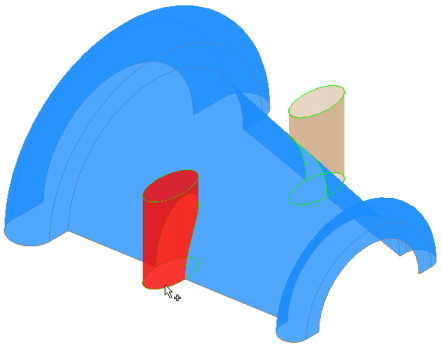

***Figure 18-57*** *Trimming one of the extruded surfaces*
4. Using the base surface as the cutting tool, trim the remaining portion of the extruded surface on the left of the base surface, as shown in Figure 18-57.